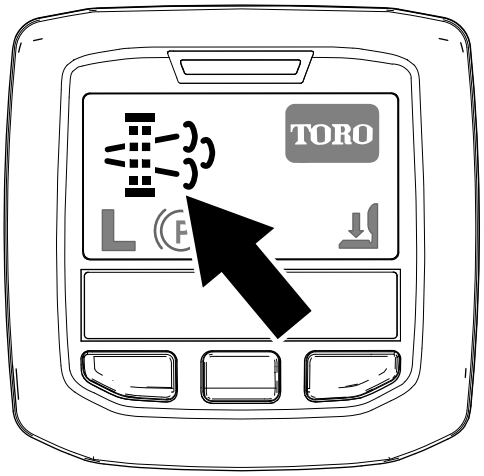

Figuur 39
- Het pictogram verzoek geparkeerde regeneratie verschijnt op het InfoCenter (Figuur 39).